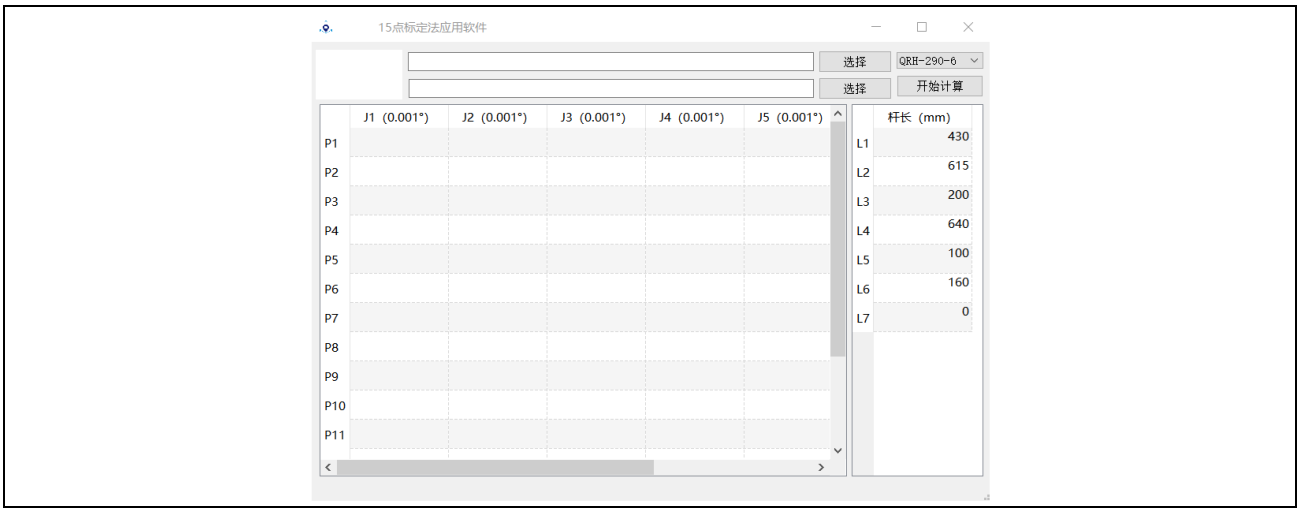

图6-15 标定应用软件界面
4. 点击执行程序图标：ESTUN15PointsCalibation.exe，如图 6-15 所示；